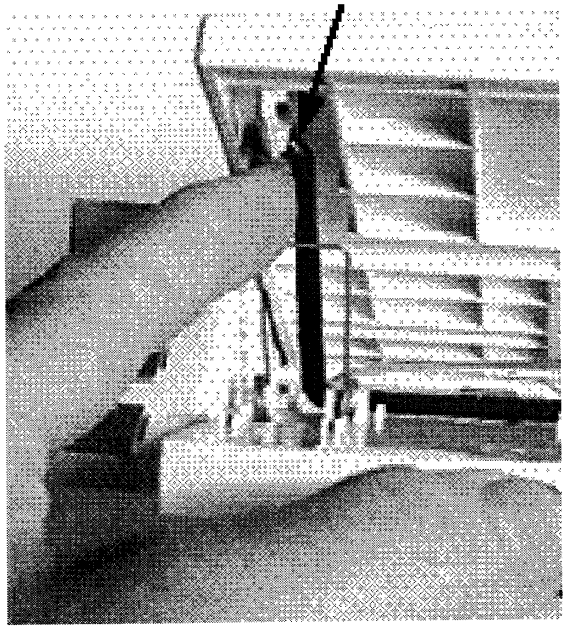

Рис. 4-6 **Освобождение кронштейна в кассете для бумаги**
2. Нажмите с обеих сторон на внутренний кронштейн, см. рис. 4-6.